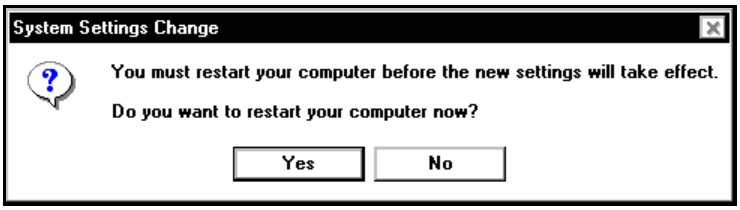

Figure 26. Windows 2000
6. **Windows 2000**: When the **System Settings Change** screen appears, the USB drivers are installed properly (Figure 26). Click **Yes.**